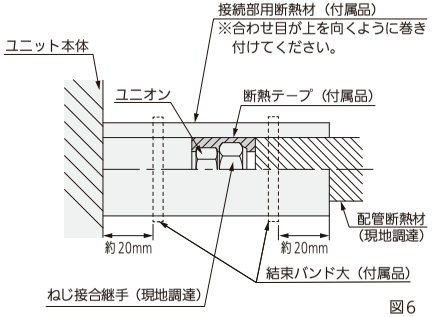

図6
- 図 6 に従って液管・ガス管とも、断熱してください。ねじ接合継手部に断熱テープ（付属品）を巻き付けてください。配管接続部には接続部用断熱材（付属品）を隙間がないように巻き付け、結束バンド大（付属品）で締め付けてください。結束バンドの余分な部分は切断してください。（断熱をしない場合や隙間がある場合、結露して水漏れの原因になります）